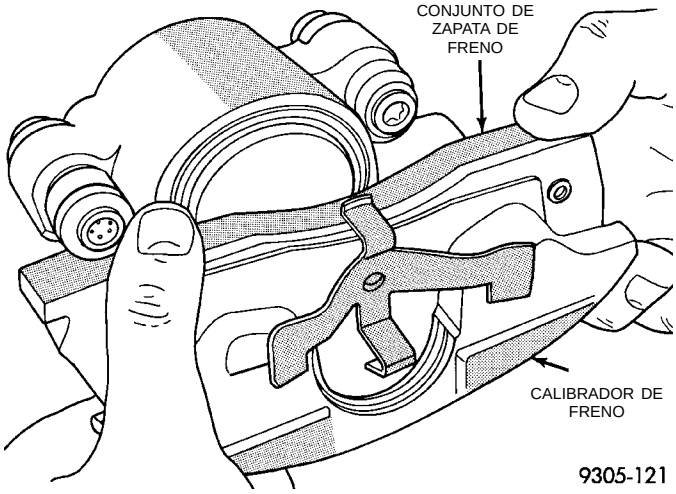

Fig. 66 Instalación de la zapata de freno de afuera
(6) Deslice la nueva zapata de freno de afuera sobre el calibrador (Fig. 66).